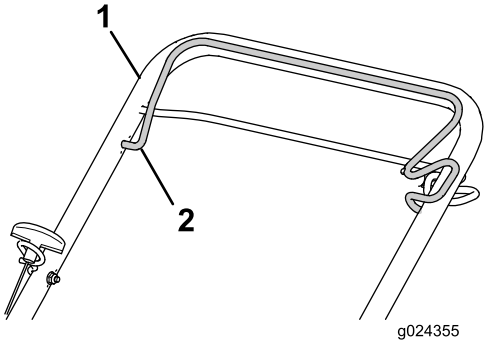

**Figuur 16**
3. Hou de bedieningsstang van het maaimes tegen het bovenste deel van de handgreep (Figuur 16).